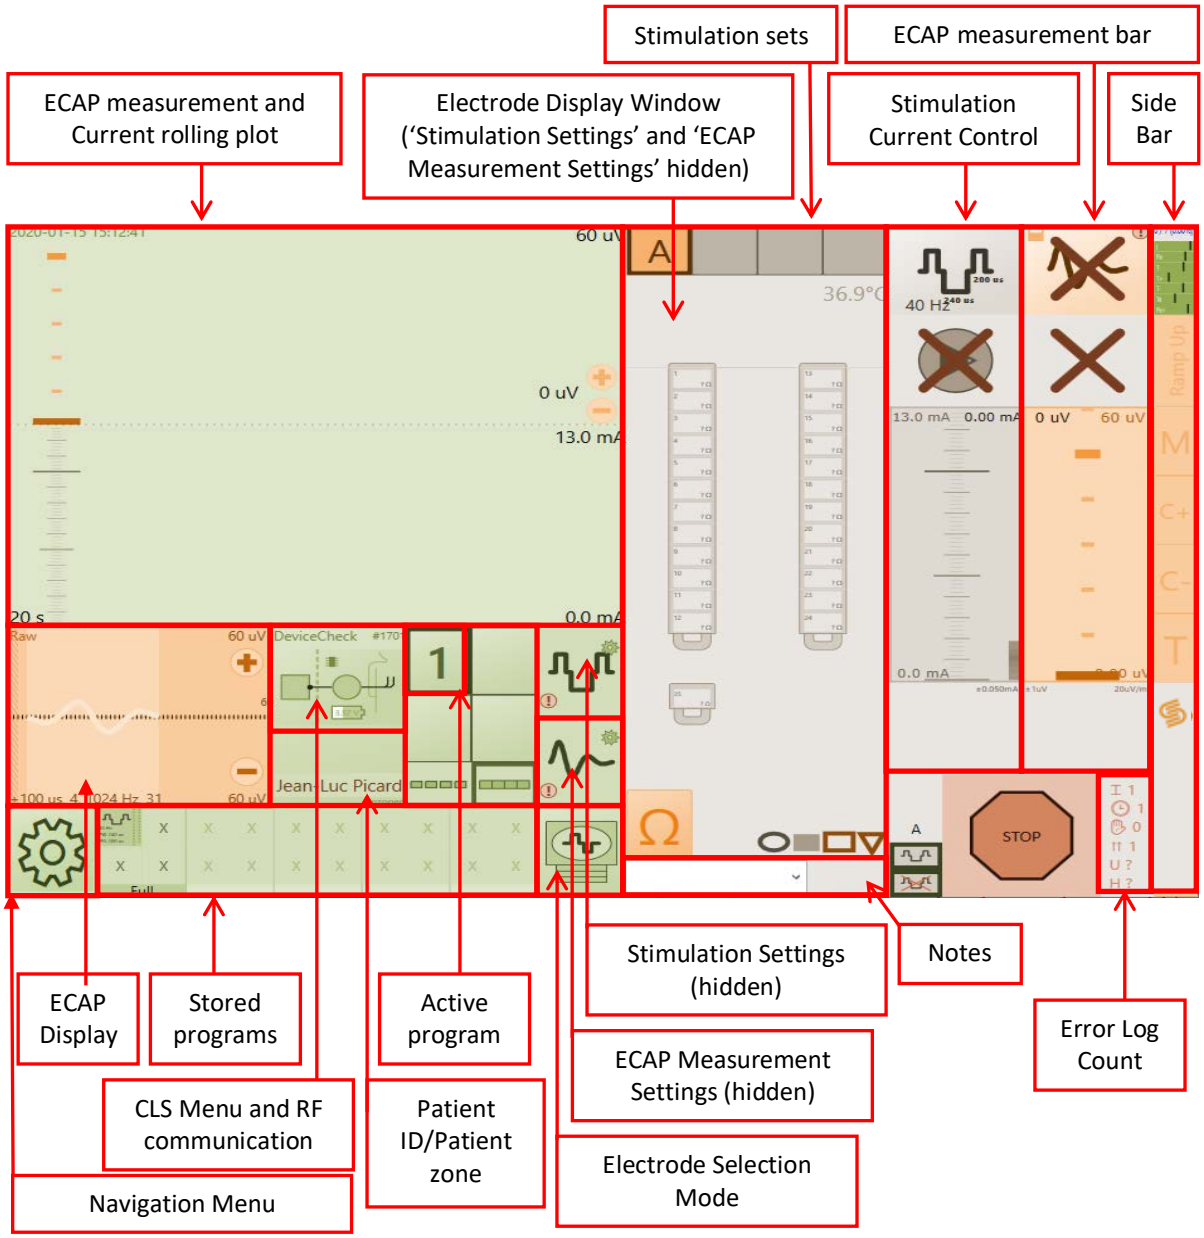

Figure 6.2: Functional layout of the CPA main screen.
4. Position the CST near the stimulator and double-touch the Evoke Clinical Programing Application (CPA) icon to start the CPA (see Figure 6.2 for the main screen layout).
1. Check that the time and date on the CI are correct (top left corner of CPA screen, Figure 6.2). Refer to the CI instructions (see Section 5.1 for link) to change the time and date.
2. Change the *Electrode Selection Mode* icon (see Figure 6.2) until the *Automatic Electrode Selection* icon is displayed.